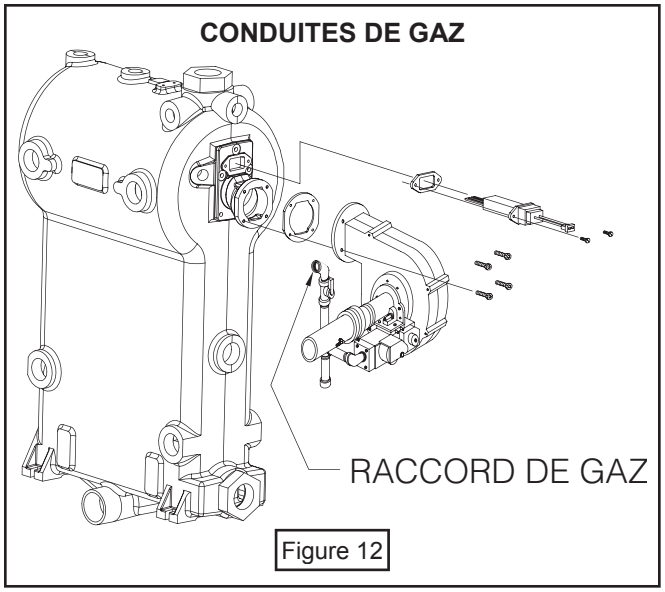

Figure 12
Consulter la figure 12 pour la disposition générale des conduites vers la chaudière. Le tuyau d'alimentation est raccordé à la chaudière par la paroi gauche.
Régler la résistance anticipatrice à 0,7 ampères. Raccorder les fils de 24 volts du thermostat aux deux (2) câbles jaunes situés dans la boîte de jonction de l'interrupteur de service, situé sur la paroi externe de la chaudière. Voir la figure 12 pour les raccordements de la boîte de jonction de l'interrupteur de service et le câblage du thermostat.